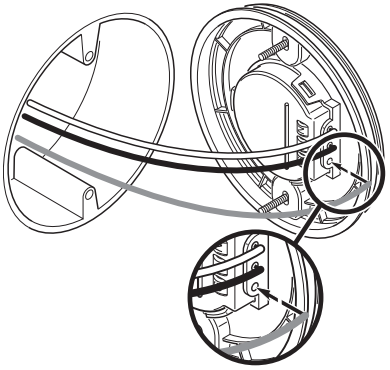

Figura 2
2. Inserte los conductores de la caja de empalmes en el lado del bloque de terminales en la parte de atrás de la placa de montaje (vea la Figura 2).